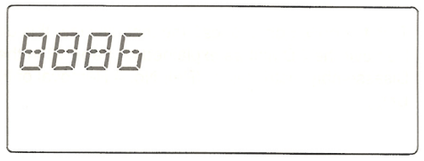

Fig. 4
4. When the display in Fig. 4 appears, all tact switches are normal.